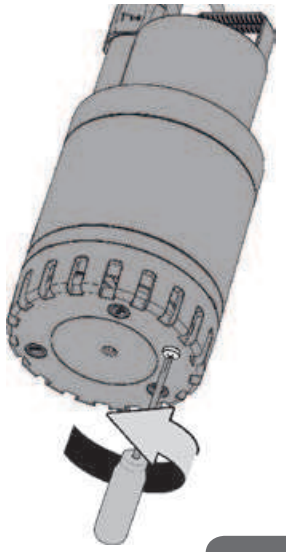

Figure 9
- On the models where it is present, unscrew the fixing screw on the filter (Fig.9).
• On the models where it is present, unscrew the fixing screw on the filter (Fig.9).